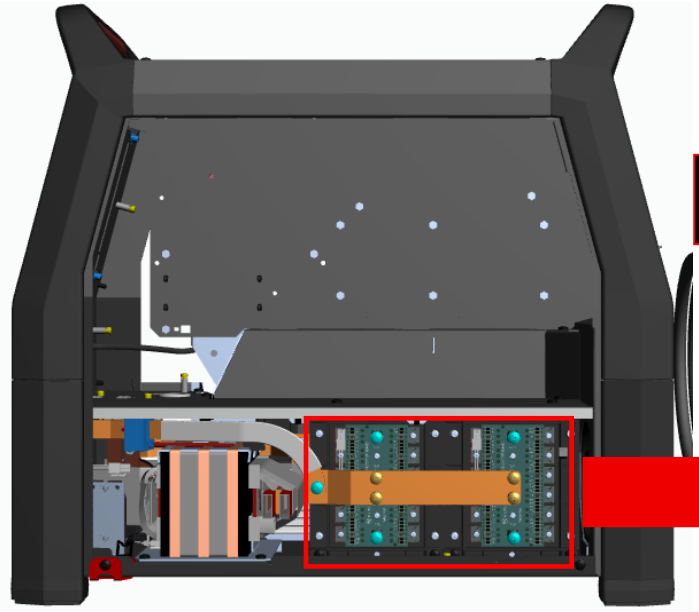

Figure 4
3. Locate the Output rectifier modules. See **Figure 4**.